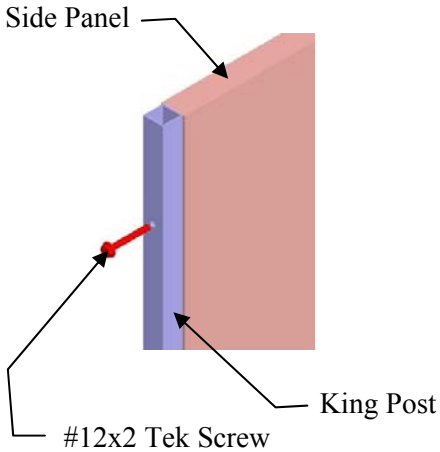

Figure 14
1. Attach a King Post to the first Side Panel on the far left using 2" Self-Drilling Tek Screws through the pre-drilled holes **(Figure 14)**. The King Post should always mount to the short front end of the Side Panel.